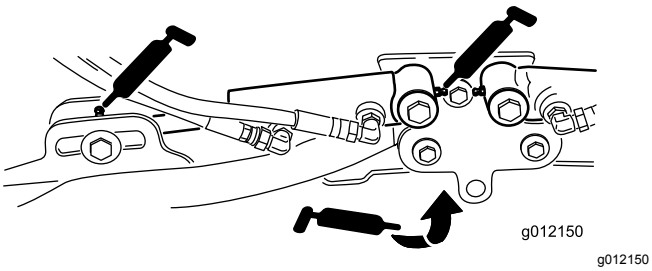

**Figur 77**
- Klippeenhedens løftearmscylindere (2 hver) (Figur 77)
- Løftearmenes drejetapper (1 hver) (Figur 77)